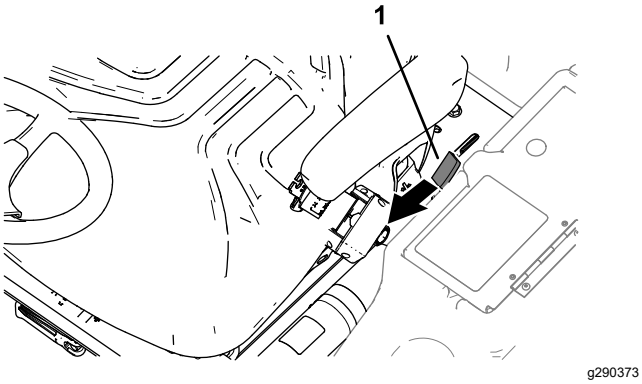

Рисунок 48
1. Переведите ручку защелки платформы (Рисунок 48) в направлении передней части машины так, чтобы крючки защелки вышли из зацепления со стопорной штангой.